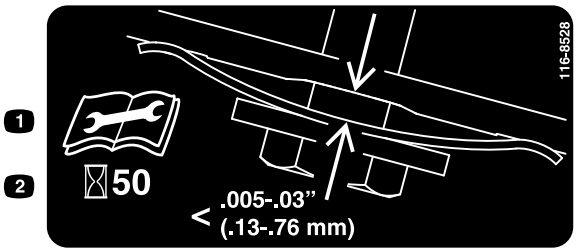

Figura 29
3. Tenete un calibro tra 0,13 e 0,76 mm sul muro e fatelo scorrere in basso dietro la molla di tensione della cinghia; fate riferimento a (Figura 29).